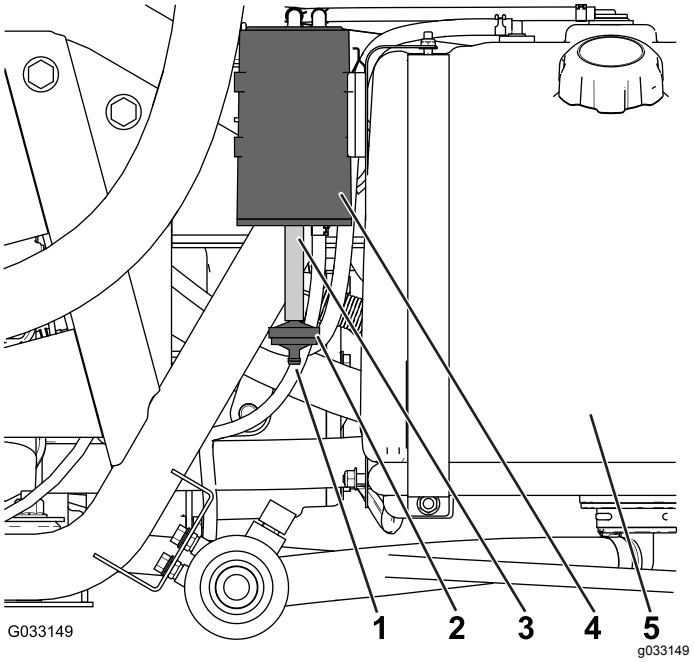

**Figuur 45**
Inspecteer de opening onderaan het luchtfilter voor de koolstofhouder en zorg ervoor dat deze vrij is van vuil en verstopping (Figuur 45).
1. Verwijder de geribde aansluiting van het koolstofhouderfilter van de slang onderaan de koolstofhouder. Verwijder het filter (Figuur 45).